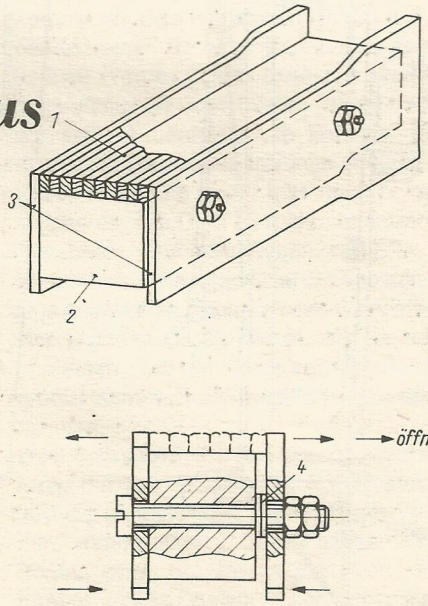

Bild 1
1. Vorrichtung zum Teilen der Konturen von Riemen für Ruderboote, Galeeren usw. (Bild 1)